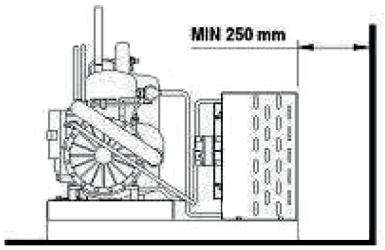

fig. 10
- Il condensatore deve distare almeno 250 mm. da una eventuale parete (fig.10).